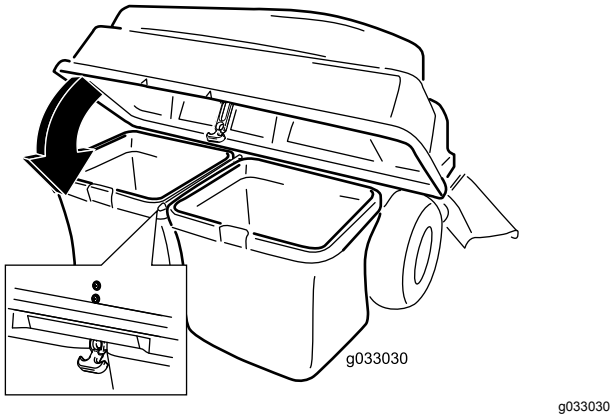

Figur 22
5. Sänk ned uppsamlarlocket på påsarna (Figur 22).
6. Sätt fast huven med spärren (Figur 22).